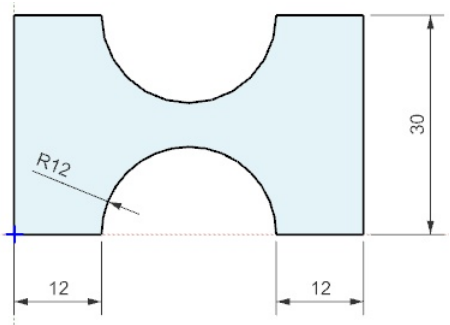

Figure 2-78 *Final sketch for Tutorial 3*
18. Press the Esc key twice to exit the **Profile** tool. The final sketch of the model is shown in Figure 2-78.